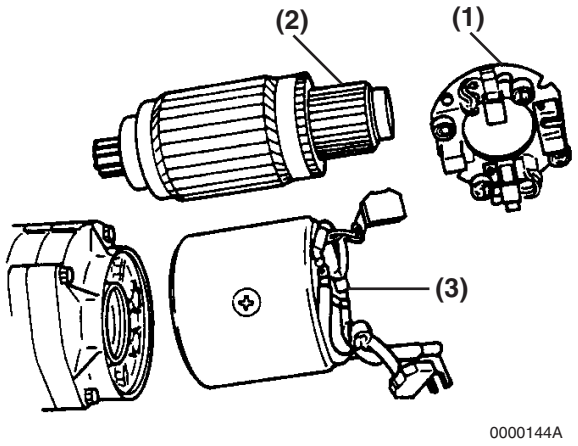

Figure 10-31
8. Reinstall the plate onto the intermediate housing and carefully reinstall the armature assembly **(Figure 10-31, (2))** into the pinion shaft assembly.
9. Reinstall the field assembly **(Figure 10-31, (3))** over the armature assembly and align to the pinion housing.